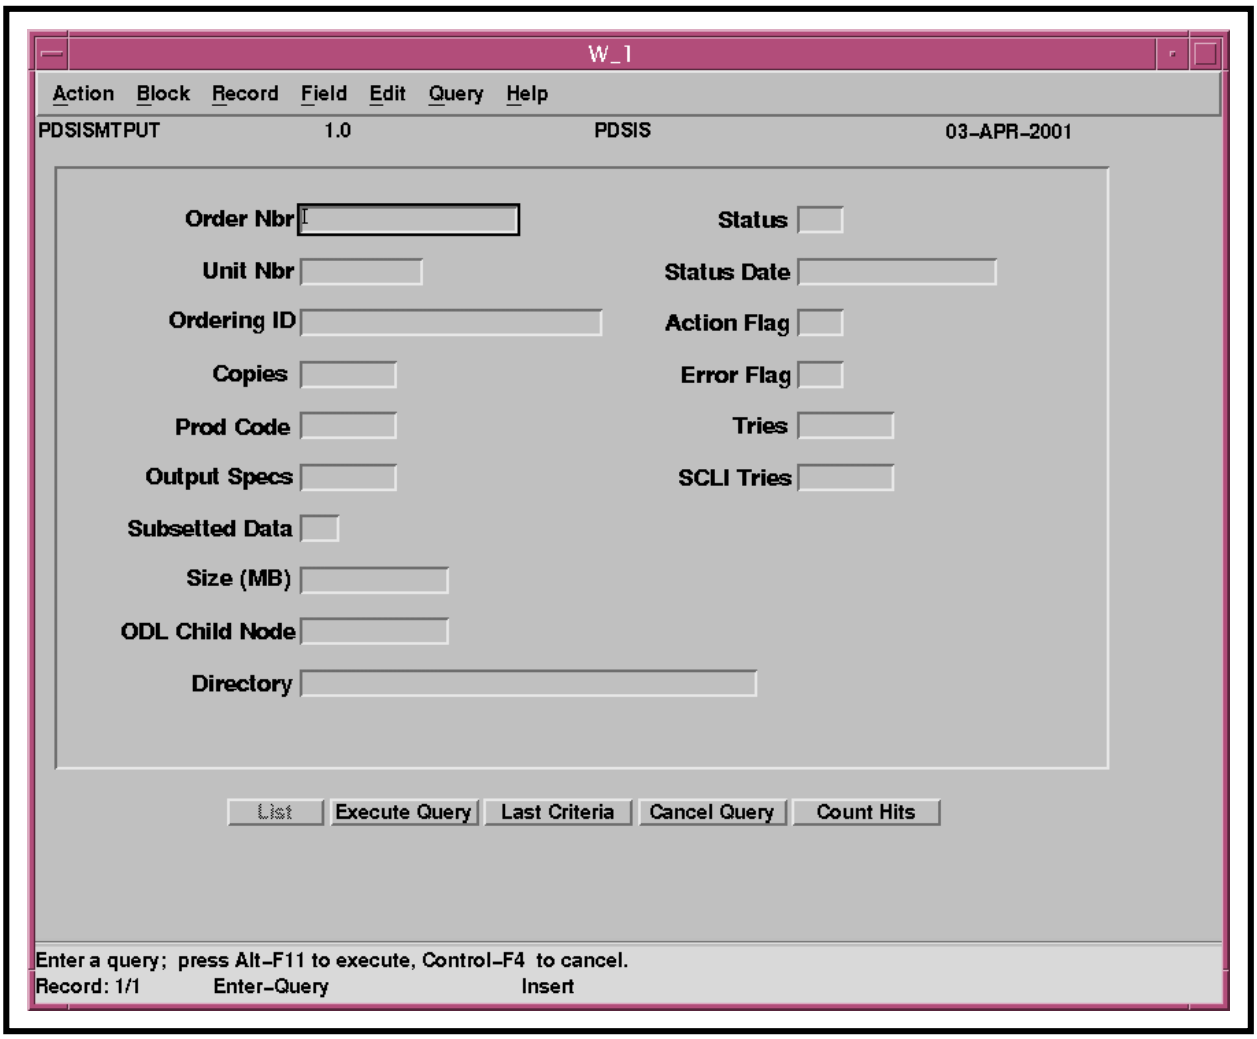

Figure 114. PDSIS Units Maintenance Form
- The **PDSIS Units Maintenance Form (PDSISMTPUT)** (Figure 114) is displayed.